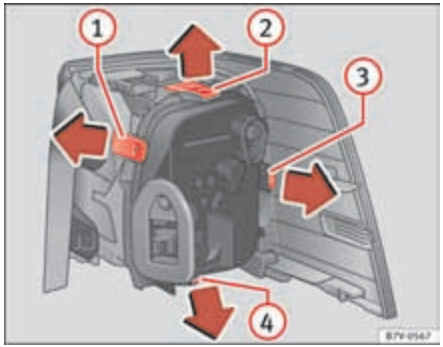

Fig. 222 Tail lights on bodywork: To remove the lamp holder. (1) to (4): Attachment tab.
9.	To release the lamp holder, press on the attachment tabs ⇒ page 367, fig. 222 (1) to (4) in the direction of the arrow.